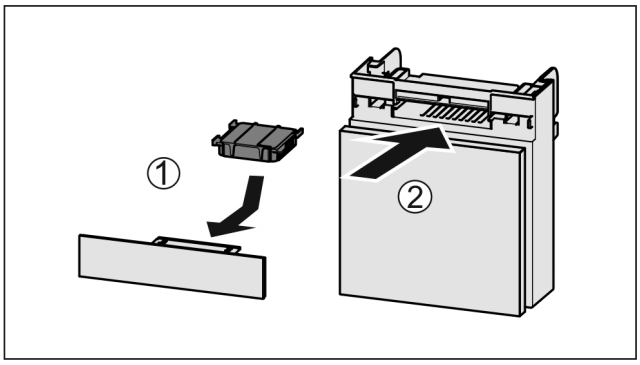

Fig. 193
▶ Insert the carbon filter as shown in the diagram *Fig. 193 (1)*.
▶ Push the compartment in *Fig. 193 (2)*.